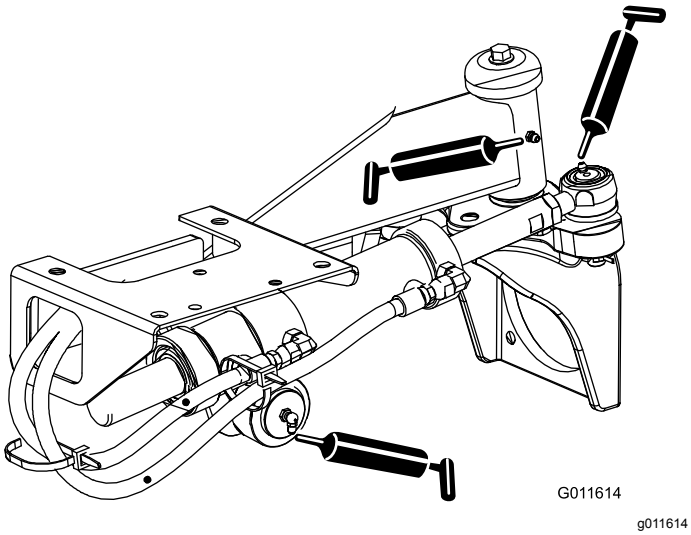

Figur 33
- Styresylinderens kuleledd (2) og bakaksel (1) – Figur 33